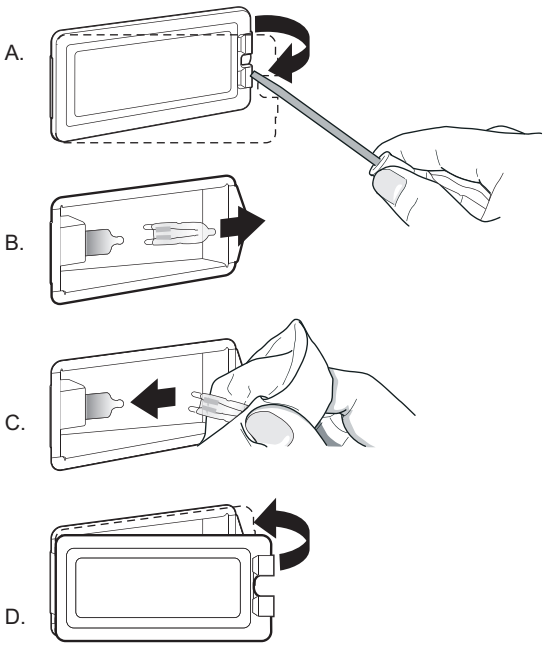

Figure 34: Bulb Replacement
3. Slide the tip of a flat blade screw driver between the holder clip and the lamp housing (*Figure 34*, A). Support the glass lens cover with fingers along the bottom edge to prevent the cover from falling to the bottom of the oven. Gently twist the flat blade screw driver to loosen the glass lens cover.
5. Remove the bulb by grasping and sliding the bulb straight back until the two prongs have cleared the ceramic holder (*Figure 34*, B).
7. Press down to seat the bulb (*Figure 34*, C).
8. Slide the protective lens into the holder clip and push the other end until the fixing clip snaps back into the housing (*Figure 34*, D).